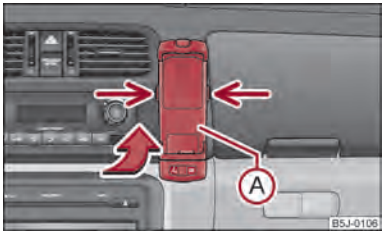

Fig. 93 Predisposizione universale per telefono
– Spingere dapprima nel supporto l'adattatore Ⓐ in direzione della freccia ⇒fig. 93 sino all'arresto. Premere leggermente l'adattatore verso il basso in modo che scatti perfettamente in sede.
– Premere i bloccaggi laterali del supporto ed estrarre contemporaneamente il telefono con l'adattatore ⇒fig. 93.